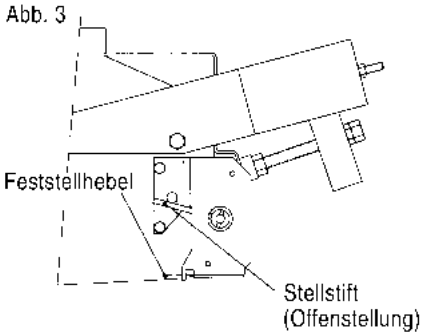

Abb. 4
Typ M 150 S1 KS Öffner *(Abb. 4)*
3. Motor mit den beiliegenden Schrauben und Muttern am Zugbegrenzer befestigen. Der Öffnungshebel des Stellantriebes muss sich dabei hinter der oberen Lasche des Zugbegrenzers befinden *(Abb. 4)*.